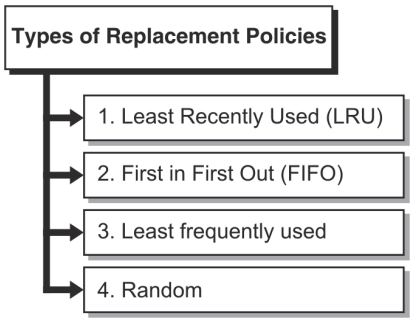

Fig. 5.3.7 : Types of replacement polices
- There are various replacement polices available. The widely used ones are LRU, FIFO, LFU and random as shown in Fig. 5.3.7